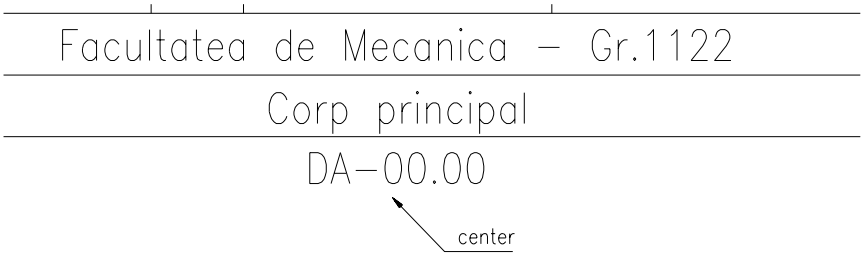

Fig. 5.25
– *zona de identificare* (fig. 5.25).